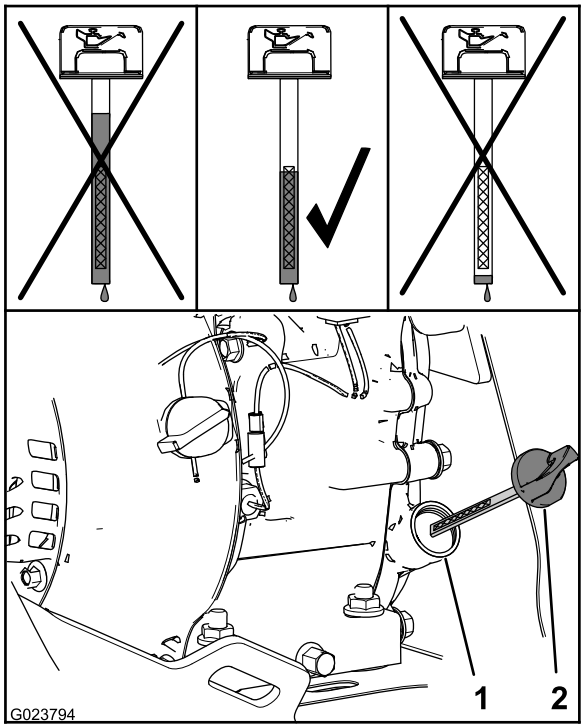

Figur 25
2. Ta ut peilestaven, og kontroller oljenivået (Figur 25).
Merk: Oljenivået bør være ved toppen av indikatoren på peilestaven (Figur 25).
A. Hell den spesifiserte oljen ned i påfyllingshalsen (Figur 25).